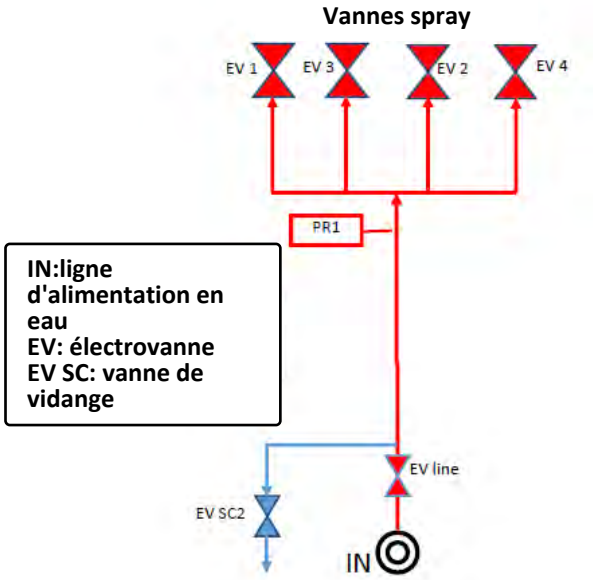

Figure 4 : Schéma de fonctionnement SPRAY SYSTEM EVOLUTION eau
A)_SPRAY SYSTEM EVOLUTION (Figure 4), qui prévoit seulement un Système qui pulvérise de l'eau traitée sur les échangeurs de chaleur. Cette configuration est suggérée lorsque l'échangeur est destiné à opérer presque toujours en conditions DRY, avec le système SPRAY destiné seulement à couvrir des pics de température, jusqu'à un maximum de 300 heures de fonctionnement annuelles.